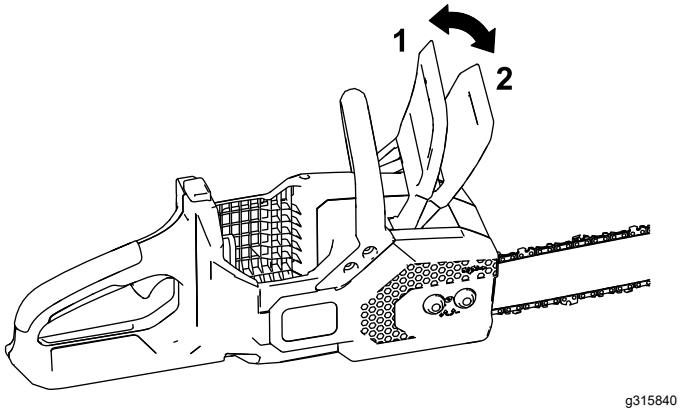

**Figuur 25**
2. Schakel de kettingrem in door deze in de STOP-stand te zetten (Figuur 25).
4. Schakel de kettingrem uit door deze naar achteren te trekken en in de ZAGEN-stand te zetten (Figuur 25).
4. Verzeker dat de kettingrem in ZAAG-stand staat (Figuur 25).